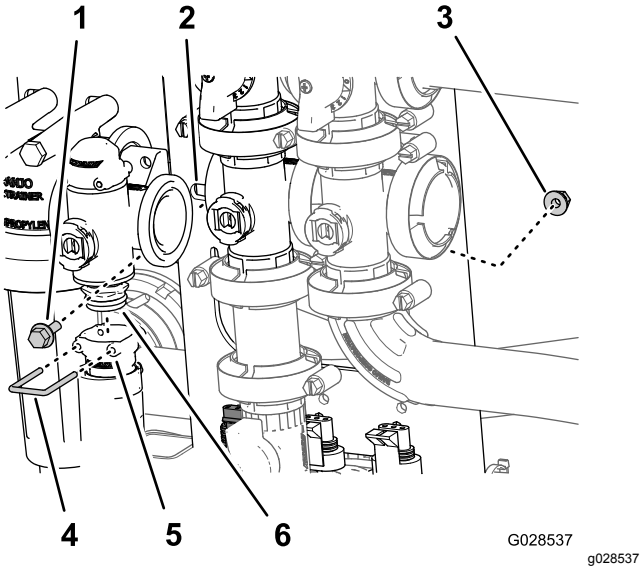

Figur 89
2. Afmonter den holder, der fastgør udgangsstudsen til hastighedsreguleringsventilens manifold (Figur 89).
3. Afmonter de to flangehovedbolte og to flangelåsemøtrikker, der fastgør hastighedsreguleringsventilen til ventilbeslaget, og afmonter ventilmanifolden fra maskinen (Figur 89).